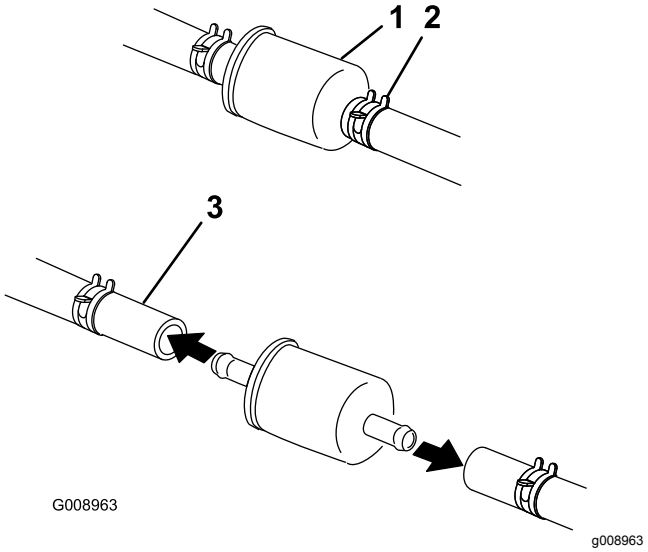

Figur 62
4. Lukk drivstoffavstengingsventilen under setet (Figur 62).
5. Klem sammen endene på slangeklemmene, og skyv dem bort fra filteret (Figur 62).
7. Monter et nytt filter, og skyv slangeklemmene nær opptil filteret (Figur 62).